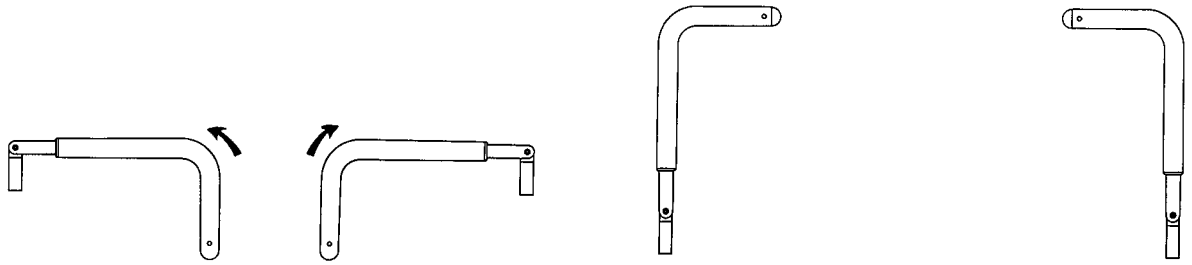

Abbildung 4 – Positionieren der Kopfende-Schiebegriffe
1. Die Griffe vom Fußende des Produkts nach oben schwenken (Abbildung 4).